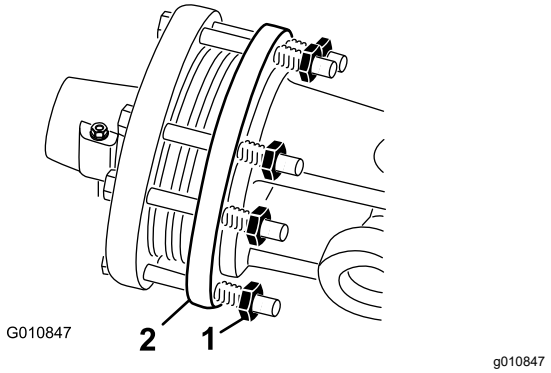

Bild 47
1. Drehen Sie am Ende der Saison die Kupplungsmuttern um zwei Umdrehungen heraus (Bild 47)